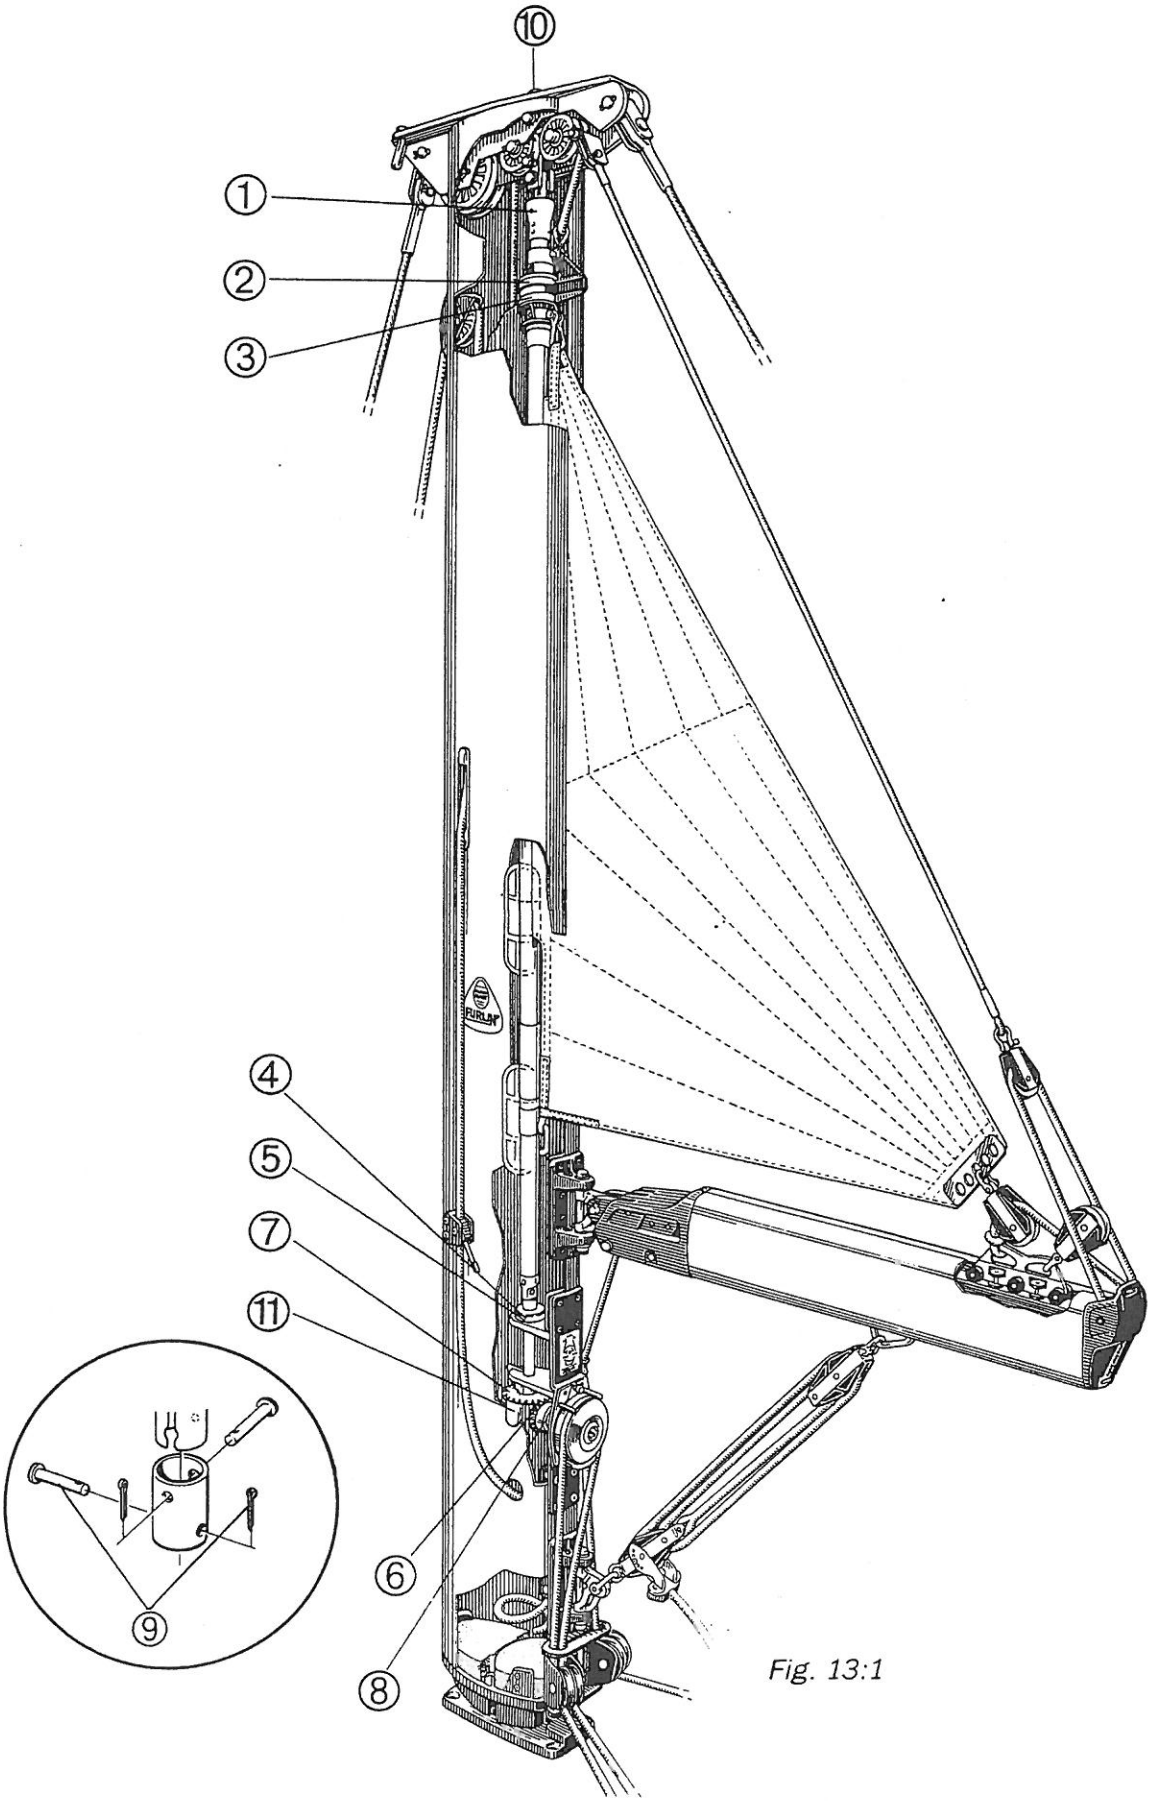

*Fig. 13:1*
*Maintenance should be undertaken at least once a year. All bearings should be greased with FURLIN' GREASE (Part No. 312-501), a tube of which is delivered with the mast. Read the following instructions and Fig. 13:1.*
*The bearing has a lubrication hole ① marked "GREASE" where the grease should be injected. Access through the sail slot.*
*Lubricate the swivel by injecting grease into the gaps ② & ③ in the ring. This is best done through the upper access hole.*
*Remove the upper, oval plastic plug ④.*
*Lift the rubber boot and grease the upper shaft bearing ⑤.*
*Remove the lower oval plastic plug ⑪ on a level with the Reefing winch.*
*Grease the bevel gears ⑥ and ball-bearings ⑦ & ⑧.*
*All grease points are shown in Fig. 13:1*